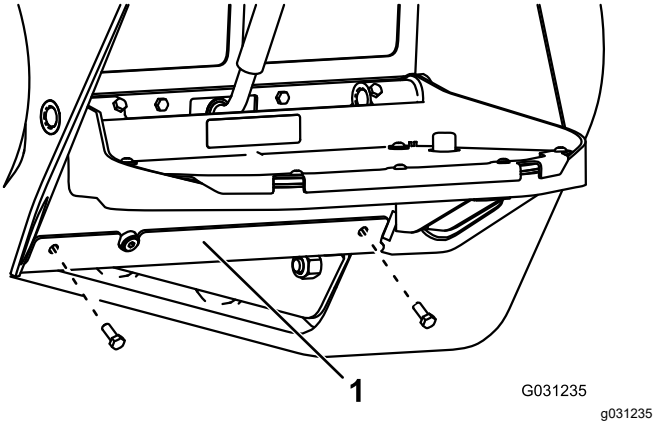

Figura 75
4. Retire los 2 pernos que sujetan la placa inferior, y retire la placa (Figura 75).
8. Instale la placa inferior (Figura 75).